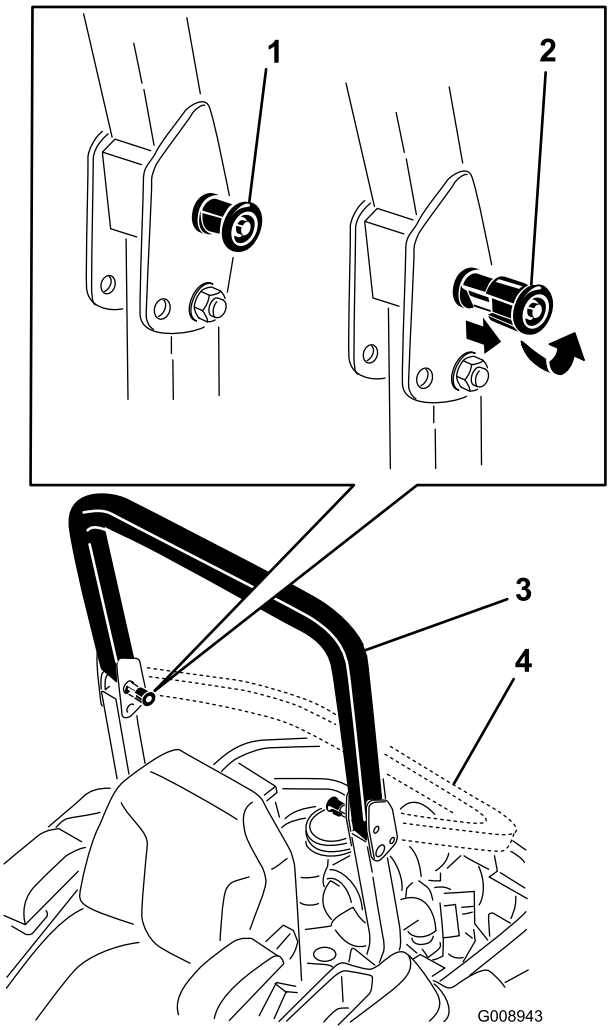

Figur 8
2. Dra ut båda rattarna och vrid dem 90° så att de kopplas ur (Figur 8).
3. Sänk ned störtbågen till nedfällt läge (Figur 8).
4. För att fälla upp störtbågen fäller du upp den till körläget och roterar rattarna så att de delvis glider in i skårorna (Figur 8).
5. Fäll upp störtbågen till det uppfällda läget samtidigt som du trycker på den övre störtbågen. Sprintarna snäpper på plats när de ligger i linje med hålen (Figur 8). Tryck på störtbågen och kontrollera att båda sprintarna sitter fast.